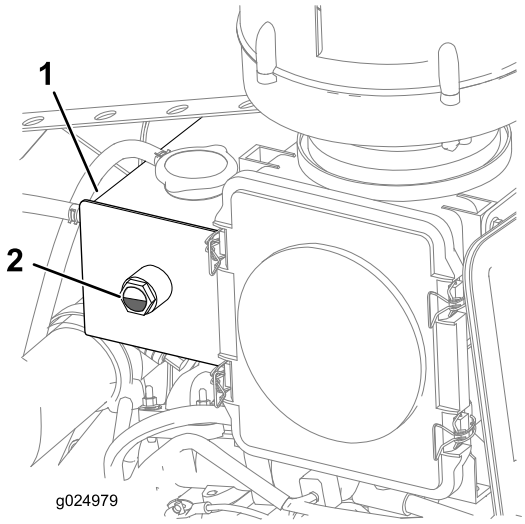

Figura 26
4. Controllate il livello del refrigerante nel serbatoio (Figura 26).
Nota: Accertatevi che il livello del refrigerante sia compreso tra 1/4 e 3/4 del vetro spia (Figura 26).